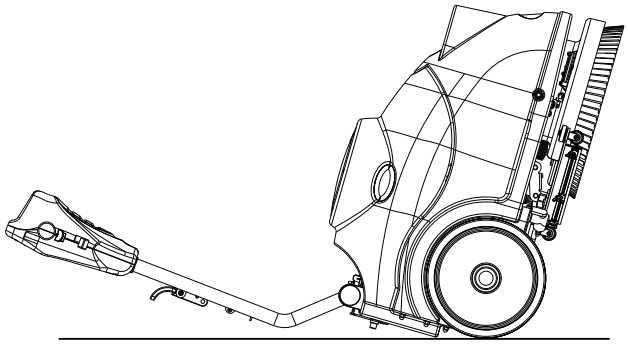

FIGURE 2
2. Mettez la machine dans la position illustrée figure 2. Tirez sur le levier de levage (26) afin de relever la raclette. (33).
1. Eteignez la machine. (47)
2. Abaissez le levier de relevage de la raclette (26) afin de baisser la raclette et la mettre en position de « travail ».
3. Mettez la machine dans la position illustrée figure 2.
4. Desserrez les deux boutons (55) sur la raclette et glissez la raclette dans les fentes situées sur les pattes de fixation de la raclette.
6. Pour remplacer la raclette avant/arrière (56/57), dévissez les écrous à oreilles (37).